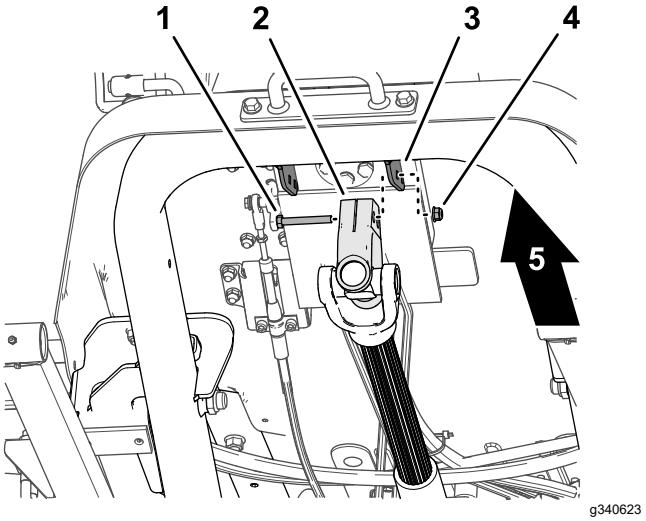

Figura 17
1. Sujetando el árbol de transmisión, retire el tornillo y la contratuerca que sujetan la horquilla del árbol de transmisión al soporte de la válvula de dirección (Figura 17), y baje con cuidado el árbol de transmisión.